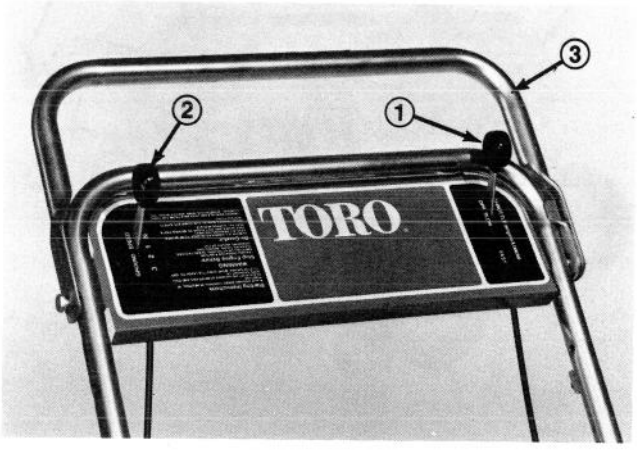

Figure 5
Throttle Control – The throttle control is used to stop the engine and control blade speed. Moving the throttle forward increases engine speed and moving it backwards decreases engine speed (Fig. 5).
Ground Speed Control (Fig. 5) – The ground speed control has four positions: NEUTRAL (N), LOW (1), MEDIUM (2) and HIGH (3). Positioning lever in different gear settings changes ground speeds of mower.
Traction Control Handle (Fig. 5) – The traction control handle engages and disengages the ground speed control unit. With engine running and ground speed control in gear, traction is accomplished by moving the handle forward. Variable speeds are available depending on gear selection and position of the traction control handle.